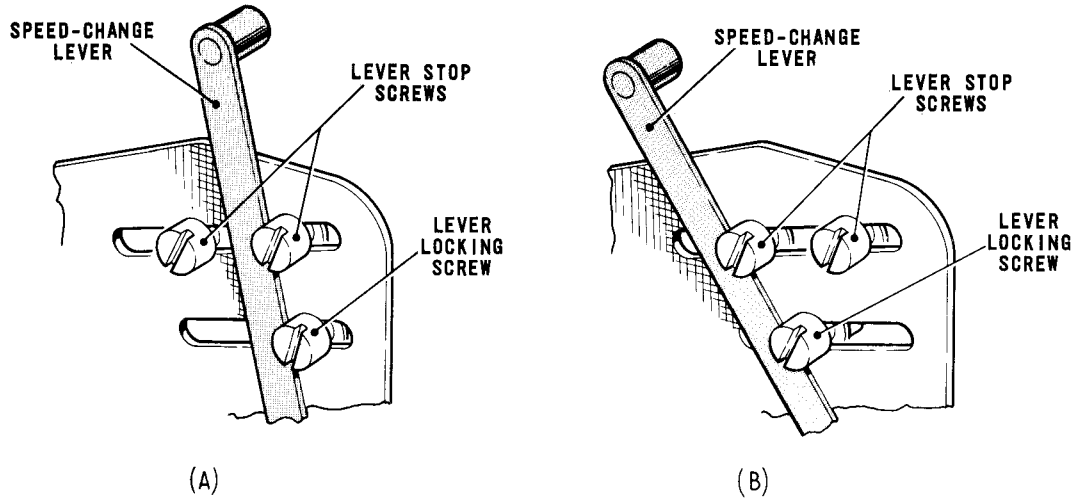

Fig. 2.5 SPEED-CHANGE LEVER POSITIONS
4.3 Refer to the table below and move the speed-change lever, Fig.2.5, to the required position;
| 45/50 | 45 | as Fig.2.5(a) | Left |
| | 50 | as Fig.2.5(a) | Right |
| 50/75 | 50 | as Fig.2.5(a) | Right |
| | 75 | as Fig.2.5(b) | Left |
5.5 Refer to the table below and move the speed-change lever, Fig. 2.5, to the required position.
| 45 | GR 2199 | 4009/93A | Green | as Fig. 2.5(a) |
| 50 | GR 2198 | 4009/94A | Yellow | as Fig. 2.5(a) |
| 75 | GR 2201 | 4009/95A | Blue | as Fig. 2.5(b) |